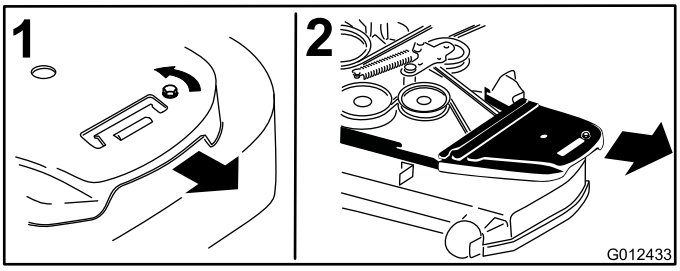

Figur 73
4. Ta bort remkåporna och tillhörande skruvar (Figur 73).